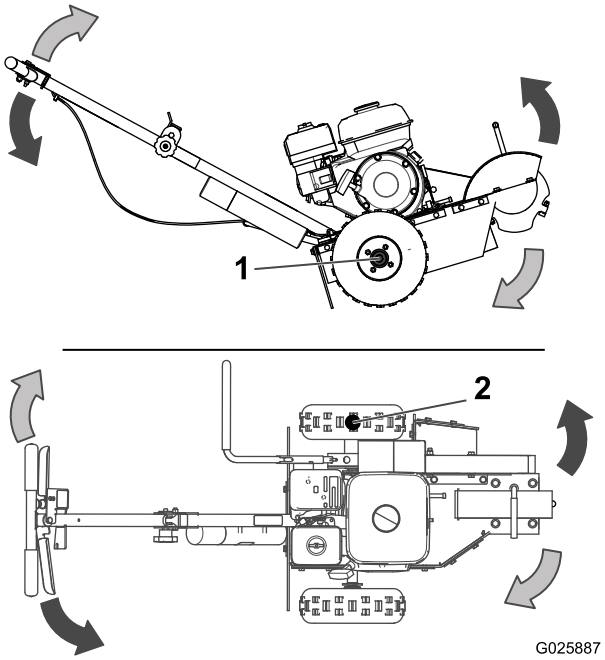
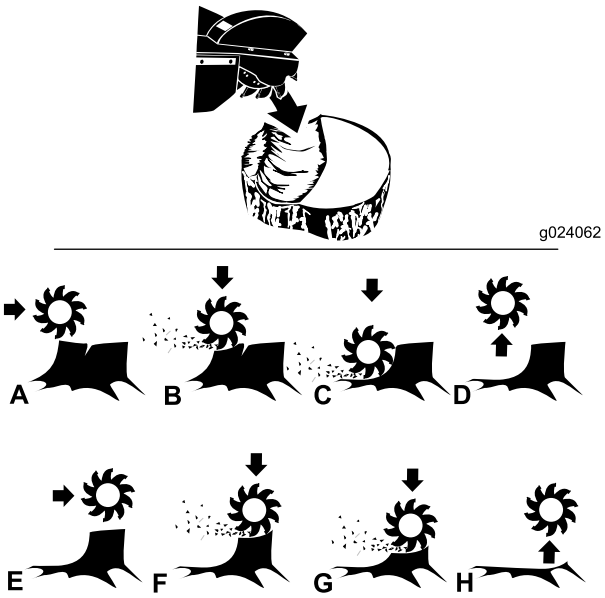

Figure 12
Figure 13
2. Appuyez sur le guidon pour soulever le disque de coupe du sol (Figure 12).
5. Écartez le disque de coupe de côté (Figure 12), puis abaissez-le d'environ 13 à 25 mm (1/2 à 1 po) dans le coin supérieur avant de la souche. Déplacez le disque de coupe d'avant en arrière, en l'abaissant d'environ 13 à 25 mm (1/2 à 1 po) avant chaque déplacement, jusqu'à ce que la partie avant de la souche soit rabotée au niveau sol (A à D à la Figure 13).
7. Répétez les opérations 5 et 6 jusqu'à ce que la souche ait complètement disparue (E à H à la Figure 13).